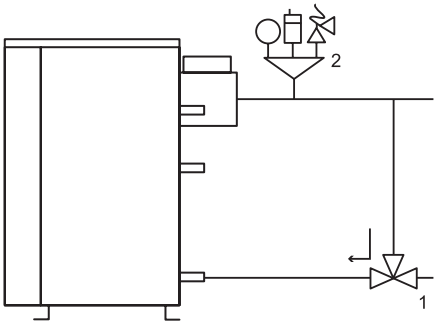

Рис. 10
- При монтаже котлов KOBOLD S необходимо установить на выходе теплоносителя группу безопасности, включающую в себя автоматический воздухоотводчик, манометр и аварийный сбросной клапан на 3 бар (рис.10, поз. 2). Отвод теплоносителя из сбросного клапана необходимо обеспечить в дренажную линию с разрывом струи. При выходе из строя котла по причине отсутствия группы безопасности или расширительного бака, ремонт будет считаться не гарантийным и подлежит к оплате владельцем оборудования в полном объеме.
- Для выравнивания температурного перепада между подачей и обратной линией, рекомендуется устанавливать термостатический трехходовой клапан, например ESBE VTC511 (поддержание температуры обратной линии в котел не ниже 60°C) (Рис.10, поз.1). Повреждения теплообменника, вызванные перепадом температуры, не являются гарантийными.